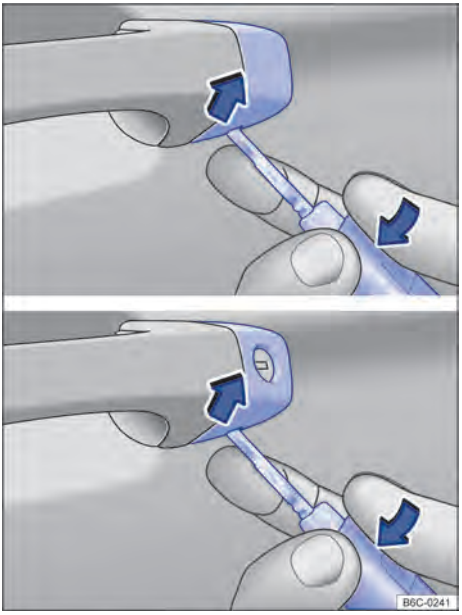

Fig. 58 Manilla la puerta del conductor: desacoplar la caperuza.
- Levantar la caperuza con la llave del vehículo en el sentido de la flecha → fig. 58.